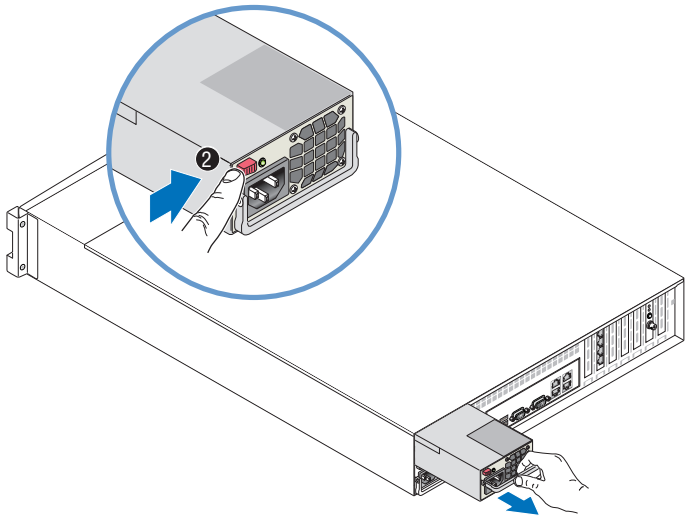

Figure 6–6: Removing the Power Supply
2. Push and depress the red plastic release, as shown in *Figure 6–6*.